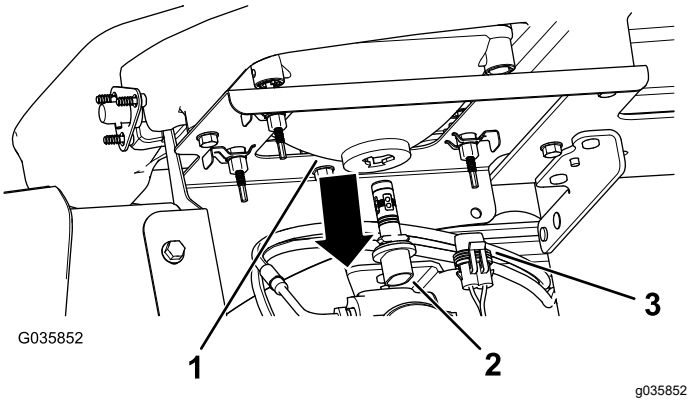

Figur 40
3. Frakoble den elektriske forbindelsen for nettet fra koblingsstykket til pæreenheten på baksiden av frontlyshuset (Figur 40).
4. Vri pæreenheten ¼ omdreining mot klokken og flytt den bakover, ut av frontlyshuset (Figur 40).
5. Sett på den nye pæreenheten og frontlyshuset, og juster tappene i pæreenheten med sporene i frontlyshuset (Figur 40).
6. Fest pæreenheten ved å vri den ¼ med klokken (Figur 40).
7. Tilkoble den elektriske forbindelsen for nettet til koblingsstykket til den nye pæreenheten (Figur 40).